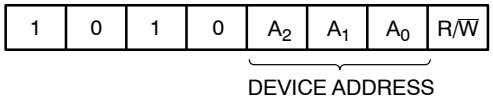

Figure 3. Slave Address Bits
The Master addresses a Slave by creating a START condition and then broadcasting an 8−bit Slave address. For the CAV24C32, the first four bits of the Slave address are set to 1010 (Ah); the next three bits, A_2, A_1 and A_0, must match the logic state of the similarly named input pins. The R/W bit tells the Slave whether the Master intends to read (1) or write (0) data (Figure 3).